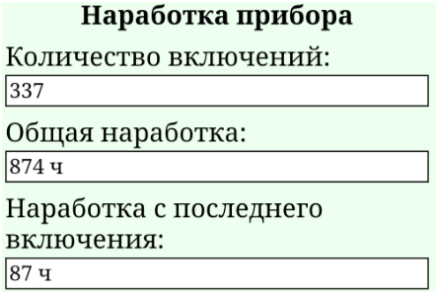

Рисунок 21 – Панель «Наработка прибора»
2.8.5.3.3 На панели «Наработка прибора» (рис. 21) указана информация о времени работы прибора. Поля не редактируемые, информацию нельзя сбросить.